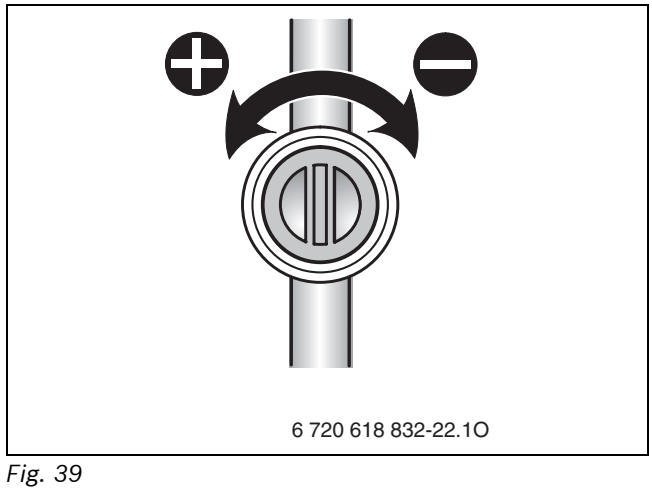

*Fig. 39*
- Agendo sulla valvola di regolazione della portata del gas (fig. 39), impostare il valore di $CO_2$ corrispondente alla potenza termica nominale risc., come da tabelle 19 o 20.